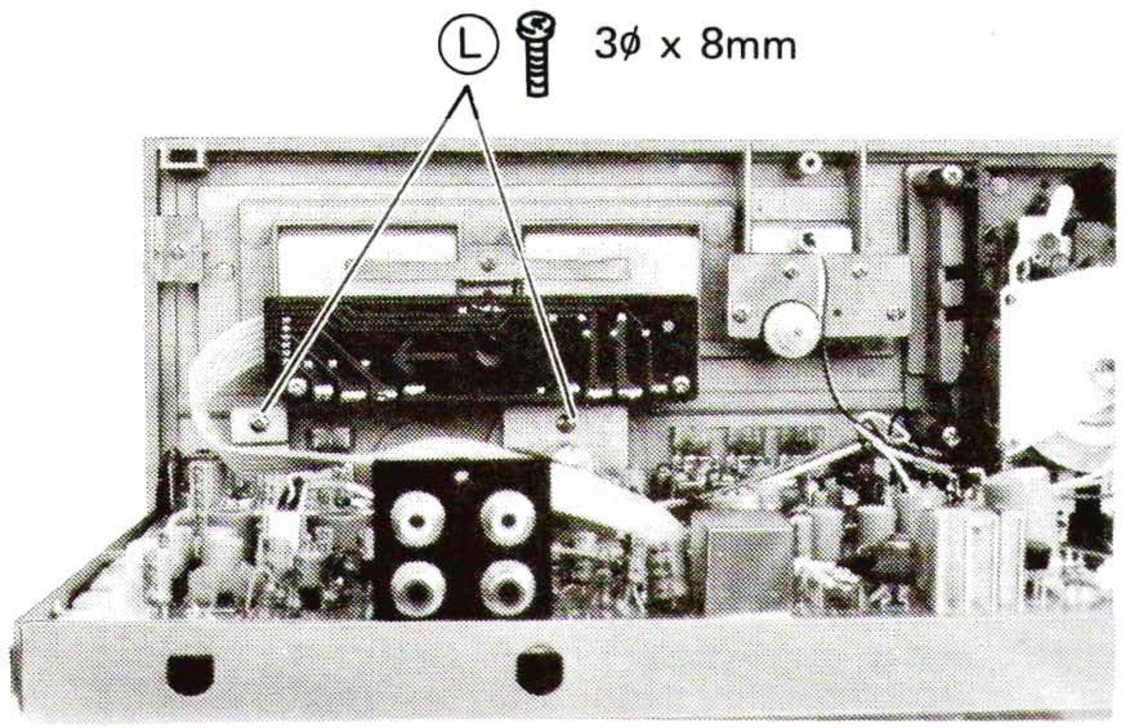

Figure 14.
4. Remove the panel from the body by removing 2 screws (L) (3ϕ x 8mm, Tapping) which secure the mic jack and volume section. (See figure 14.)